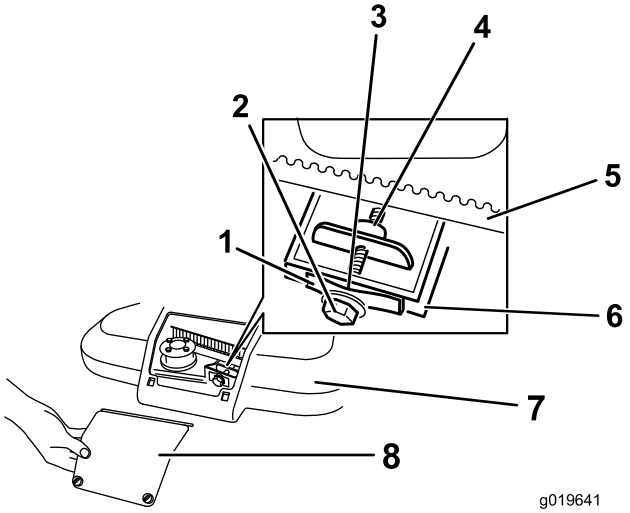

Figuur 28
1. Draai de 2 schroeven van het toegangspaneel van drijfriemkap los en verwijder het paneel (Figuur 28).
Opmerking: Als er zichtbare speling is tussen de voelermaat en de veer, draait u de stelbout en -moer aan tot de voelermaat maar net vrij in en uit de tussenruimte kan schuiven (Figuur 28).